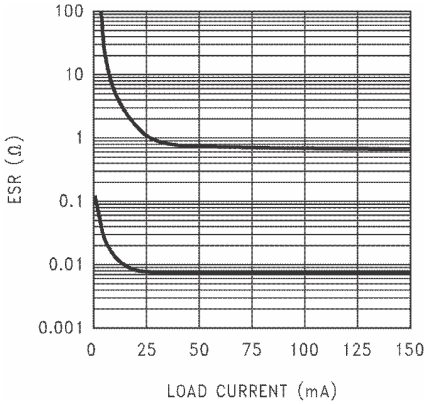
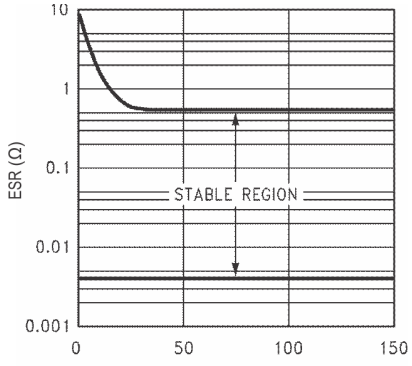

Figure 18. 2.2-µF Stable ESR Range for Output Voltage ≤ 2.3 V
Figure 20. 2.2-µF/3.3-µF Stable ESR Range for Output Voltage ≥ 2.5 V
- ESR range: see Figure 18 through Figure 20